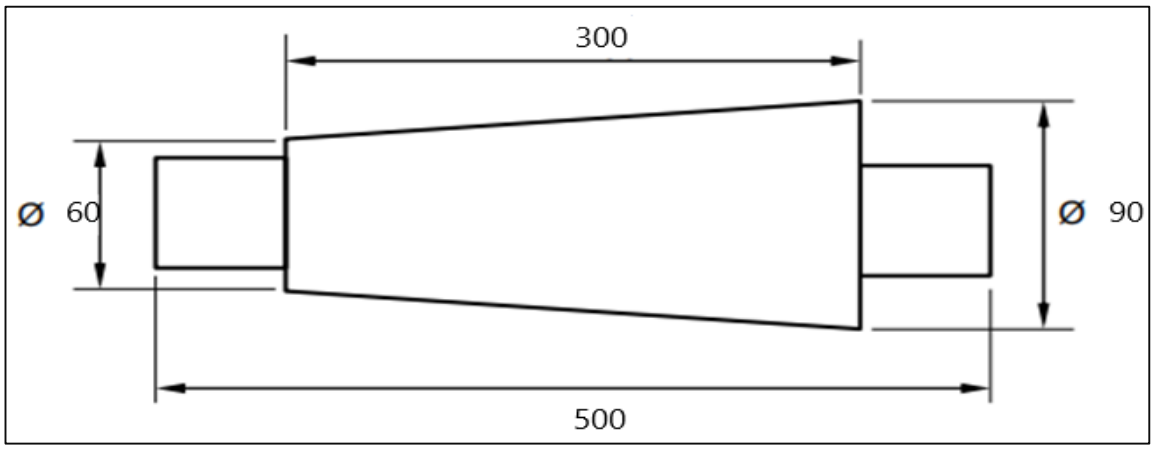

FIGURE 4
11.4 Calculate the amount of tailstocl set-over required to machine the tapered shaft shown in FIGURE 4. (3)